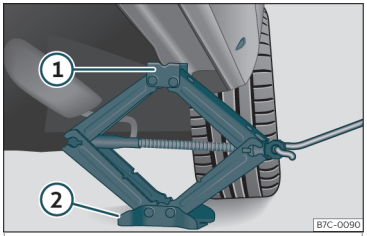

Fig. 39 Longherone: posizionamento del cric del veicolo.
- Ruotare la manovella del cric*, posto sotto il punto di appoggio del longherone, per alzarlo finché la linguetta ① ››› **fig. 39** non avrà raggiunto l'alloggiamento previsto.
- Allineare il cric* in modo tale che la linguetta ① "si agganci" nell'apposito alloggiamento del longherone e la piastra di base mobile ② resti appoggiata al suolo. La piastra di base ② deve cadere sul lato verticale rispetto al punto di appoggio ①.